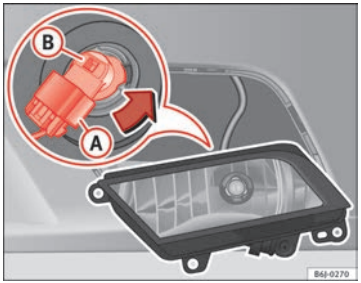

Fig. 173 Front fog light
– Remove connector ⇒ Fig. 173 (A) from the bulb.
– Turn bulb holder ⇒ Fig. 173 (B) to the left and pull.